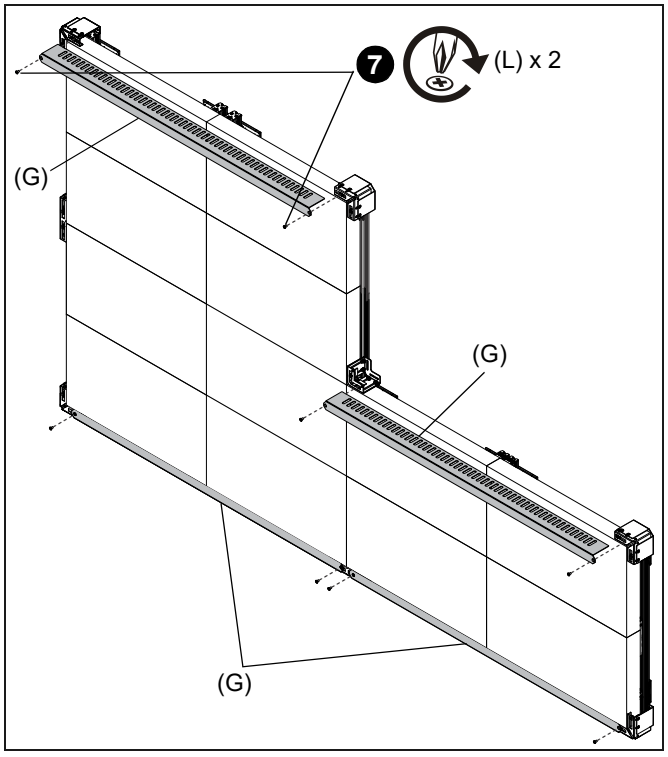

**Figure 5**
7. Install the top and bottom trim pieces (G) using two large screws (L) per piece. Screws install into the cage nuts in the corner and seam assemblies. (See Figure 5)